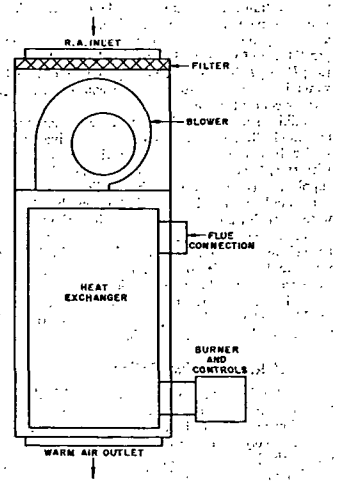

Fig. 4 .... Downflow (Counterflow) Forced Warm Air Furnace
4. The *downflow* or *counterflow* furnace (Fig. 4) has the blower located above the heat exchanger discharging downward. The air enters at the top and is discharged vertically at the bottom. This style furnace is used with a perimeter heating system in a house without a basement.